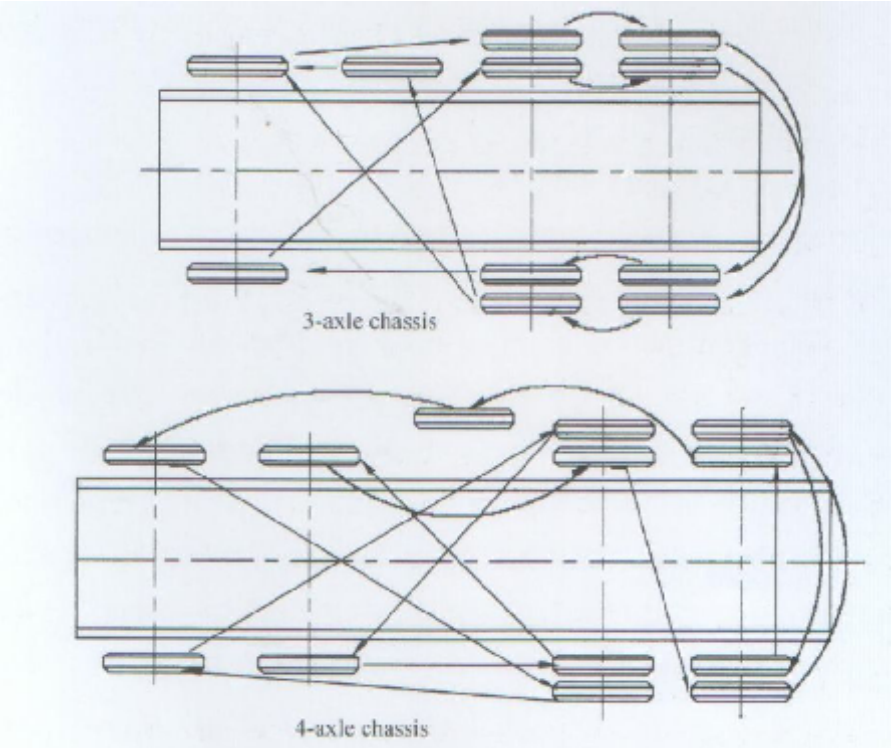

Fig. 3-11**Diagrama de referência da transposição de pneus**
(1). Depois de 10000 km de rodagem, os pneus deveriam ser trocados. Referir-se a Fig. 3-11.